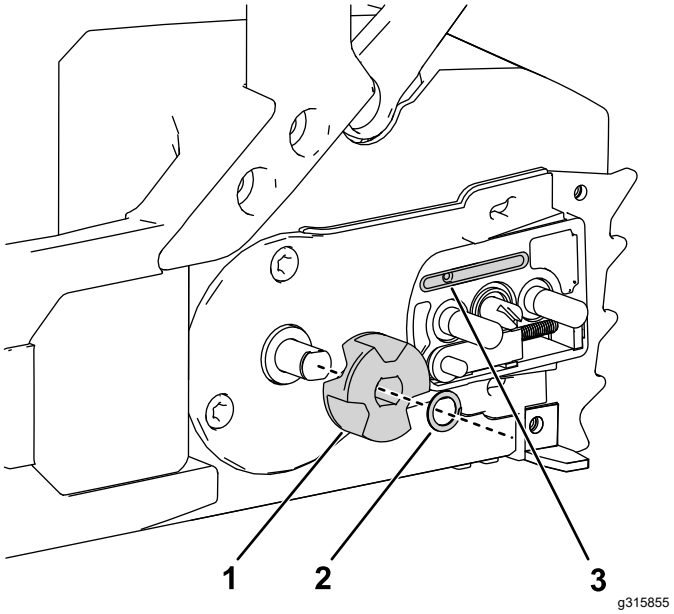

Figur 29
5. Fjern låseringen og drivtannhjulet fra motorsagen (Figur 29).
9. Kontroller oljeutløpet (Figur 29) for rusk, og rengjør området etter behov.